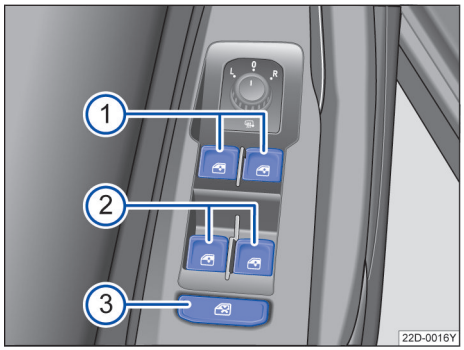

图 57 在驾驶员侧车门内：前部和后部车窗升降器的按钮
→ 图 57 的图例：
⊠：安全按钮→ 图 57③ 停用后门车窗控制按钮。这时按钮中的黄色指示灯亮起。